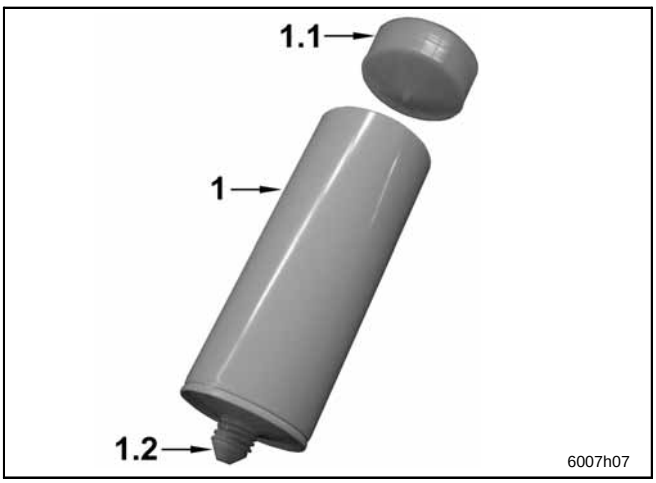

Fig. 6 Lubricant cartridge
- Cut off tip of thread throat 1.2 (Fig. 6) of the new cartridge.
- Press follower piston 1.1 (Fig. 6) into the cartridge until lubricant comes out of the open bore
- Cut off the point of the thread throat 1.2 (Fig. 6) of the new cartridge.
- Press the follower piston 1.1 (Fig. 6) slightly until grease comes out of the cartridge.